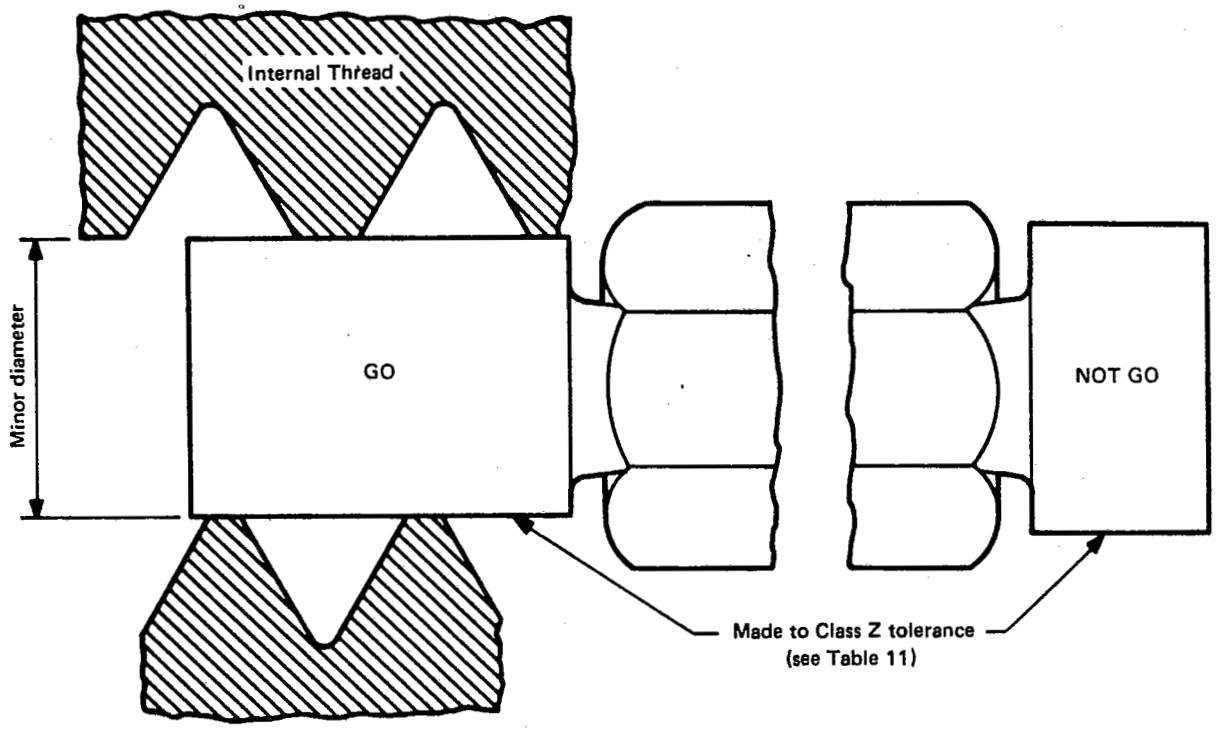

FIG. 10 MINOR DIAMETER LIMIT
4.9.2 GO and NOT GO Plain Cylindrical Plug Gages [Table 2 — Gage 3.1(a) and (b)]. Plug gages shall be made to Z tolerances and as shown in Fig. 10. GO shall be made to plus tolerance. NOT GO shall be made to minus tolerance.